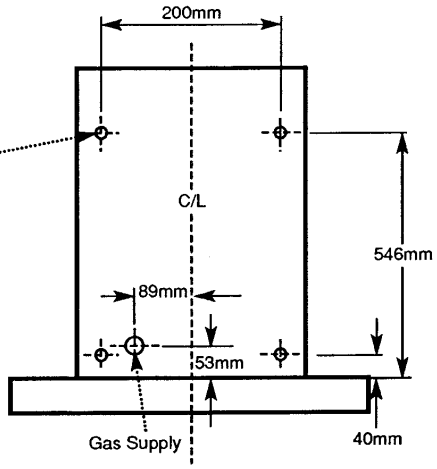

Fig. 14
3. Mark the rear face of the fireplace opening as shown. Drill and plug the holes (Fig. 14)..
4. The gas supply is to be routed from the rear, mark as shown (Fig. 14) and install the pipework after considering section 3.10 “Gas Supply & Connections”.